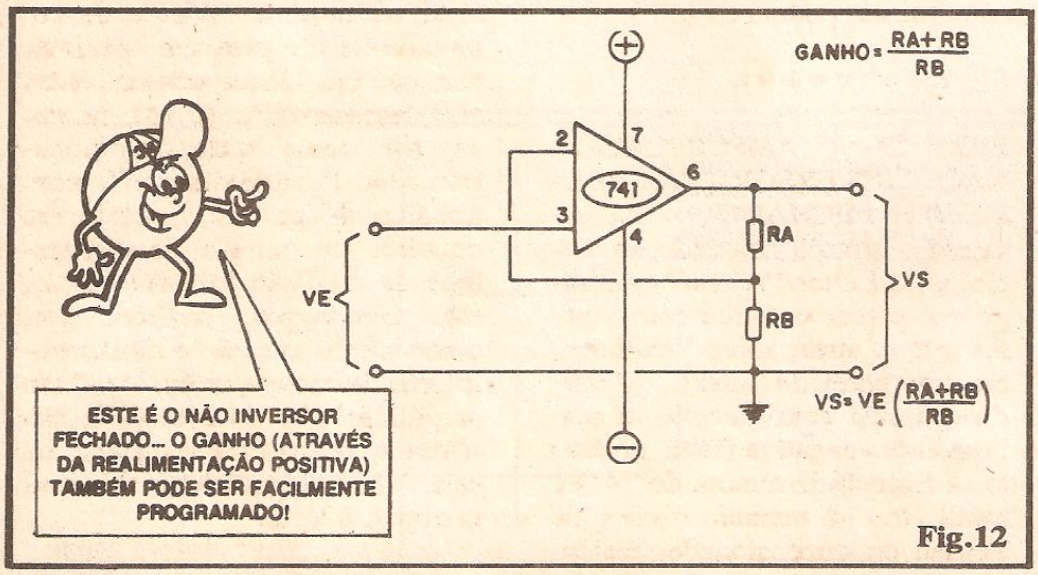

Fig.12
- **FIG. 12** - AMPLIFICADOR NÃO INVERSOR "FECHADO" (COM GANHO CONTROLADO) - Outro arranjo **bastante** utilizado, na prática (depois do inversor "fechado", é, provavelmente, o mais usado...). Nesse caso, "nao queremos" a inversão da polaridade do sinal, durante a amplificação, assim aplicamos o sinal ou nível a ser manipulado, à própria Entrada Não Inversora (pino 3). Já a Entrada Inversora (pino 2) recebe uma realimentação através do divisor de Tensão formado pelos resistores RA e RB, que dimensionam uma parte do sinal presente na Saída, reaplicando-o ao tal pino 2. O ganho é dado pela fórmula: